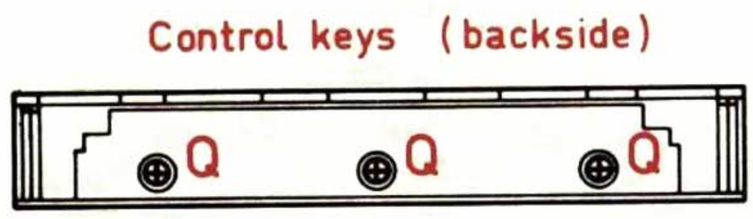

Fig. 14
- Verwijder 3 schroeven "q" op achterzijde bedienings-paneel (Fig. 14).